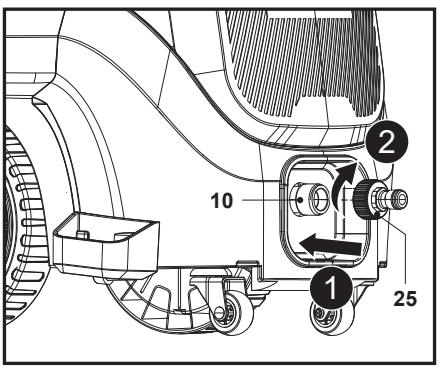

Fig. 9
Aligner et visser l'adaptateur d'arrivée d'eau (25) sur le raccord d'arrivée d'eau (10) à l'avant de la machine (Fig. 9, étapes 1 et 2).